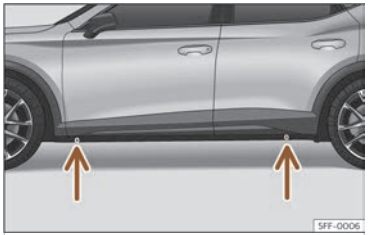

Fig. 249 Jack position points.
- Look on the crossbar for the mark of the jack support point (sunken area) closest to the wheel to be changed ››› **Fig. 249**.